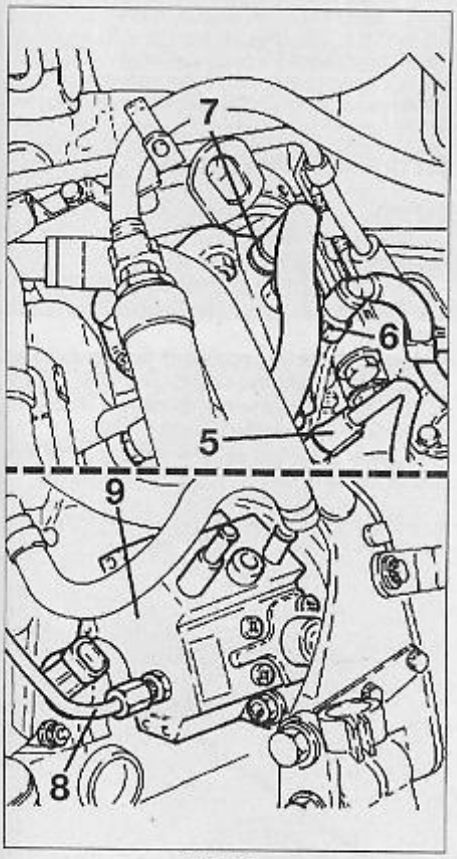

FIG. 29
• Débrancher (**Fig.29**) :
- le connecteur du régulateur de pression de combustible (5).
- le flexible d'alimentation de pompe (6).
- la durit de retour combustible (7).
- la canalisation haute pression d'alimentation de la rampe (8).